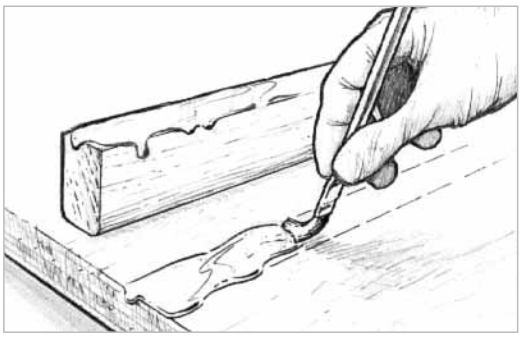

Figure 5-8 *Wet out bonding surfaces with unthickened epoxy for maximum penetration and greater adhesion.*
1. Wet-out bonding surfaces—Apply a neat resin/hardener mixture (without fillers) to the surfaces to be joined *(Figure 5-8)*. Wet out small or tight areas with a disposable brush. Wet out larger areas with a foam roller or by spreading the resin/hardener mixture evenly over the surface with a plastic spreader. You may proceed with step two immediately or any time before the wet-out coat becomes tack free.